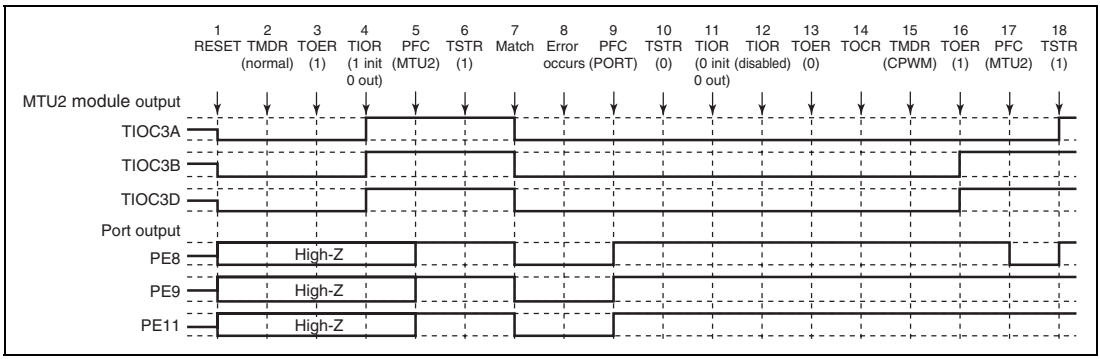

**Figure 10.142 Error Occurrence in Normal Mode, Recovery in Complementary PWM Mode**
**Operation when Error Occurs during Normal Mode Operation, and Operation is Restarted in Complementary PWM Mode:** Figure 10.142 shows an explanatory diagram of the case where an error occurs in normal mode and operation is restarted in complementary PWM mode after re-setting.